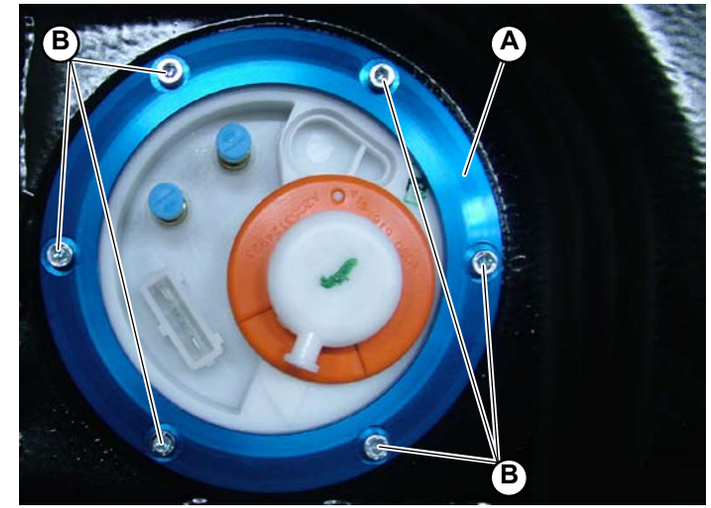

Fig.1
2. Insert the fuel pumps (**A-Fig.1**) in the relative housings and tighten the 6 screws (**B-Fig.1**).